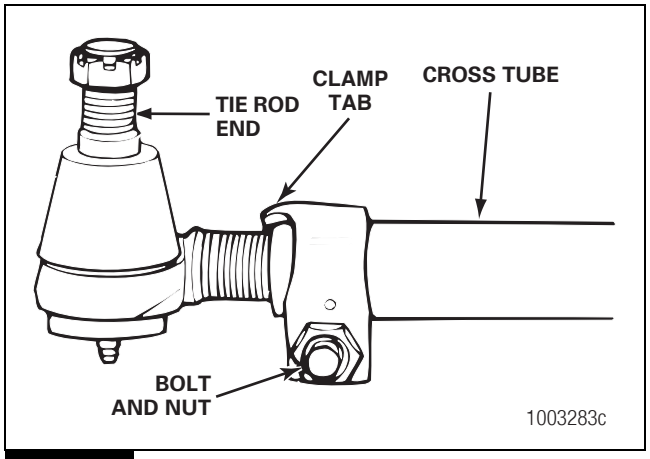
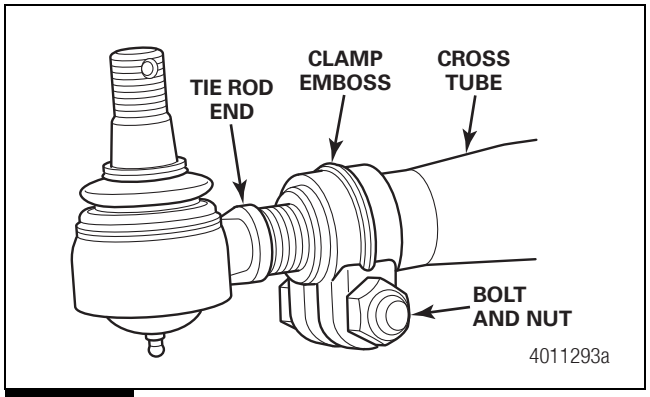
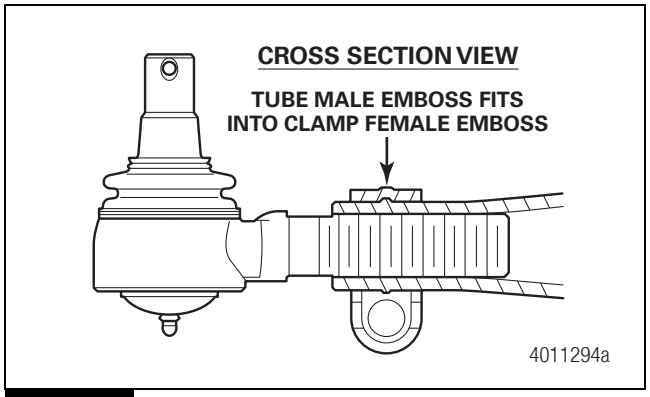
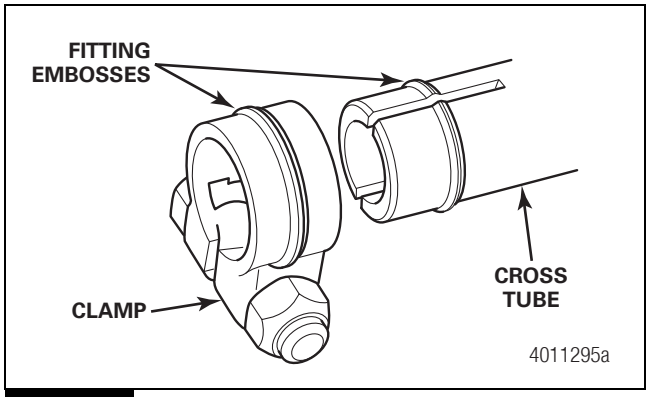

Figure 6.42
Figure 6.43
Figure 6.44
Figure 6.45
5. Install the nuts and the bolts into the clamps. The clamp tab, when available, must be firmly seated against the cross tube. Figure 6.42. Otherwise, the clamp-guiding female emboss must be seated into the tube male emboss. Figure 6.43, Figure 6.44 and Figure 6.45. Tighten to the specified torque. Refer to Section 10.
2. Install the nuts and the bolts into the clamps. The clamp tab, when available, must be firmly seated against the cross tube. Figure 6.42. Otherwise, the clamp-guiding female emboss must be seated into the tube male emboss. Figure 6.43, Figure 6.44 and Figure 6.45. Tighten the nut to the specified torque. Refer to Section 10.